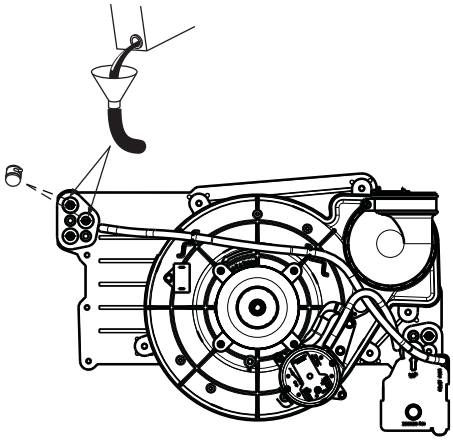

Fig. 60 - Amorçage du siphon de condensat
4. Retirer le bouchon du haut en caoutchouc inutilisé du boîtier du collecteur, à l'opposé du siphon de condensat. Voir la Fig. 60.
9. Retirer le bouchon intermédiaire en caoutchouc inutilisé de l'orifice du boîtier du collecteur, à l'opposé du siphon de condensat. Voir la Fig. 60.